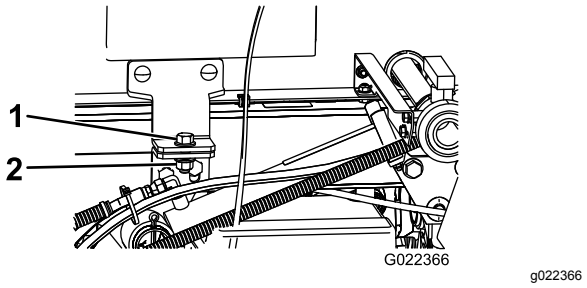

Figur 77
4. Ta bort säkerhetsbultarna från plattformens framkant (Figur 77).